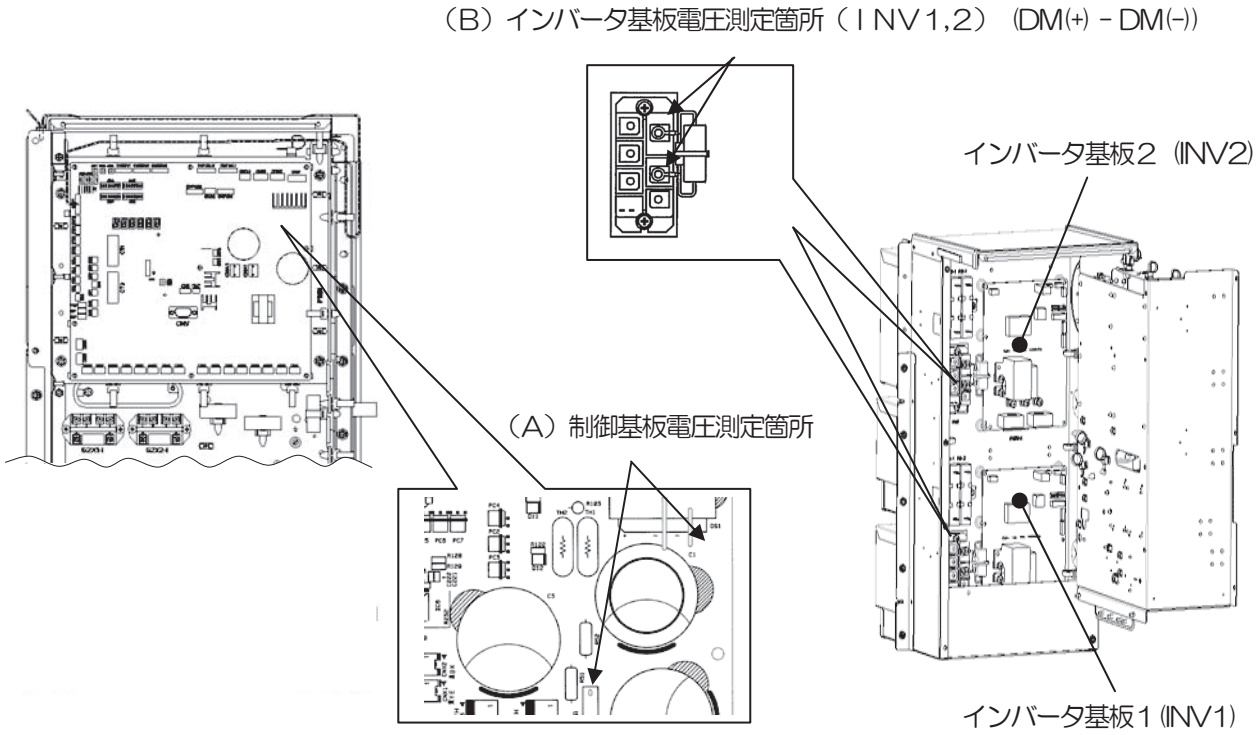

図２．電圧測定箇所
（図２に示す**ＤＣ電源電圧（制御電源）を測定し十分に放電した**ことを確認してください。）
（図２に示す **DC 電源電圧（各２種類：制御電源 (A)，インバータ電源 (B)）を測定し十分に放電した**ことを確認してください。）